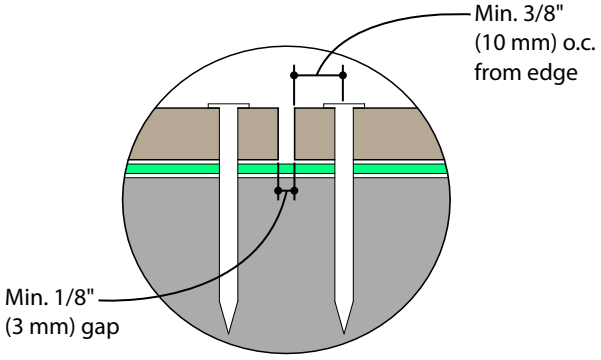

Figure 2a
- Fasteners should be a min. of 3/8 inch (10 mm) from the edges and ends of the panel. (Figure 2a, 2b)
- Leave a min. 1/8 inch (3 mm) expansion joint at all butt joints. (Figure 2a, 2b)